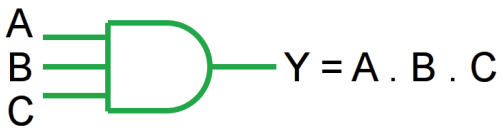

Figura 3.2 – Porta E (AND) de 3 entradas.
6. A saída de uma porta E (AND) de 3 entradas (figura 3.2) é Y = A.B.C (tabela 3.2).